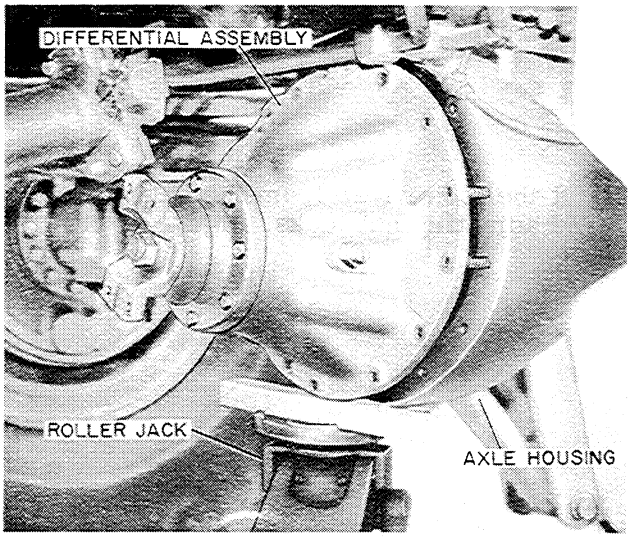

Figure T-27
5. Remove the two top nuts and washers and work the carrier free. A small pinch bar having a rounded end may be used to straighten the carrier in the housing bore. Also a roller jack may be used to facilitate removal of the carrier, Figure T-27.